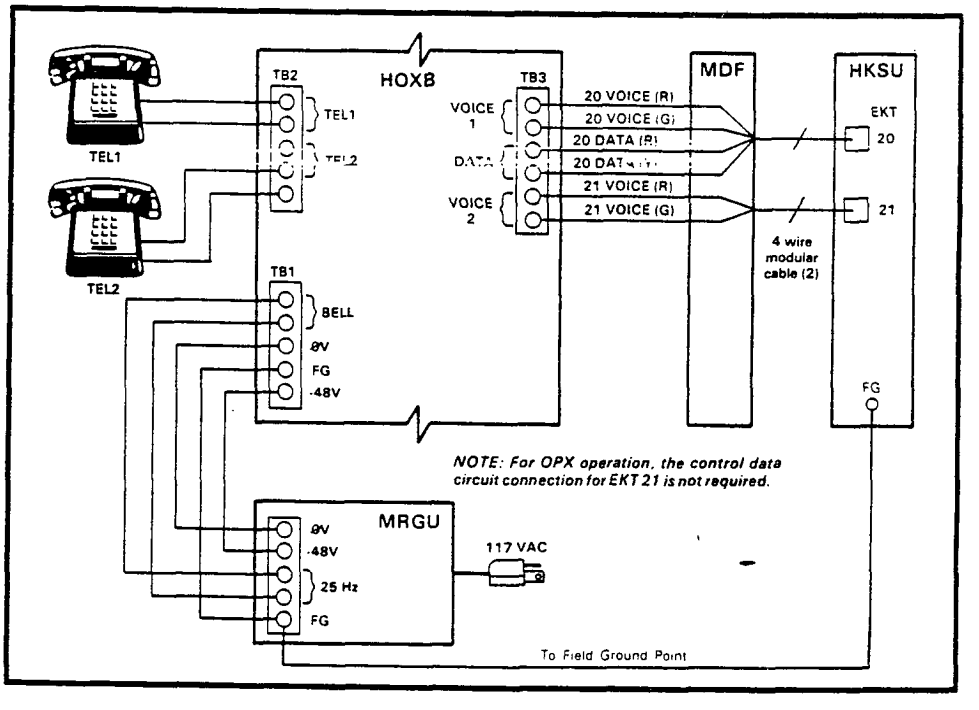

FIGURE 31—HOXB WIRING
09.34 Cabling: Refer to Figure 31, three
b) Connect the -48 VDC and 0 V battery terminals on both units, observing the correct polarity (see Figure 31).